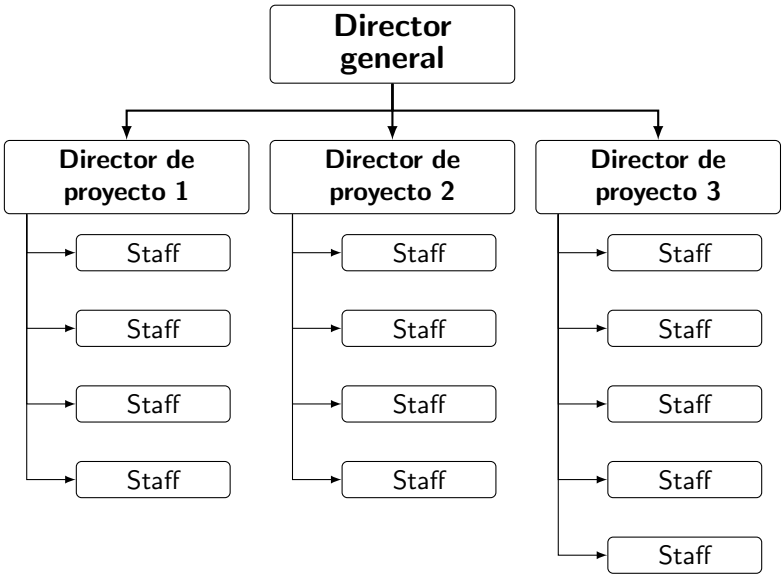

Figura 1.8: Ejemplo de organización proyectizada
- **Proyectizadas**. Agrupa a todo el personal que trabaja en un proyecto concreto. Los miembros del equipo del proyecto suelen estar juntos y bajo la autoridad directa del director del proyecto durante la duración del mismo. El director de proyecto tiene una **autoridad casi total** sobre los miembros de su equipo en la estructura proyectizada. Realiza las asignaciones y dirige las tareas de los miembros del equipo; controla el presupuesto del proyecto; lleva a cabo las evaluaciones de rendimiento y aprueba los aumentos, bonificaciones y vacaciones de los miembros del equipo y de los miembros del equipo. En la Figura 1.8 se ve que en los proyectos 1 y 2 están trabajando 4 personas, mientras que en el proyecto 3 hay 5 empleados.